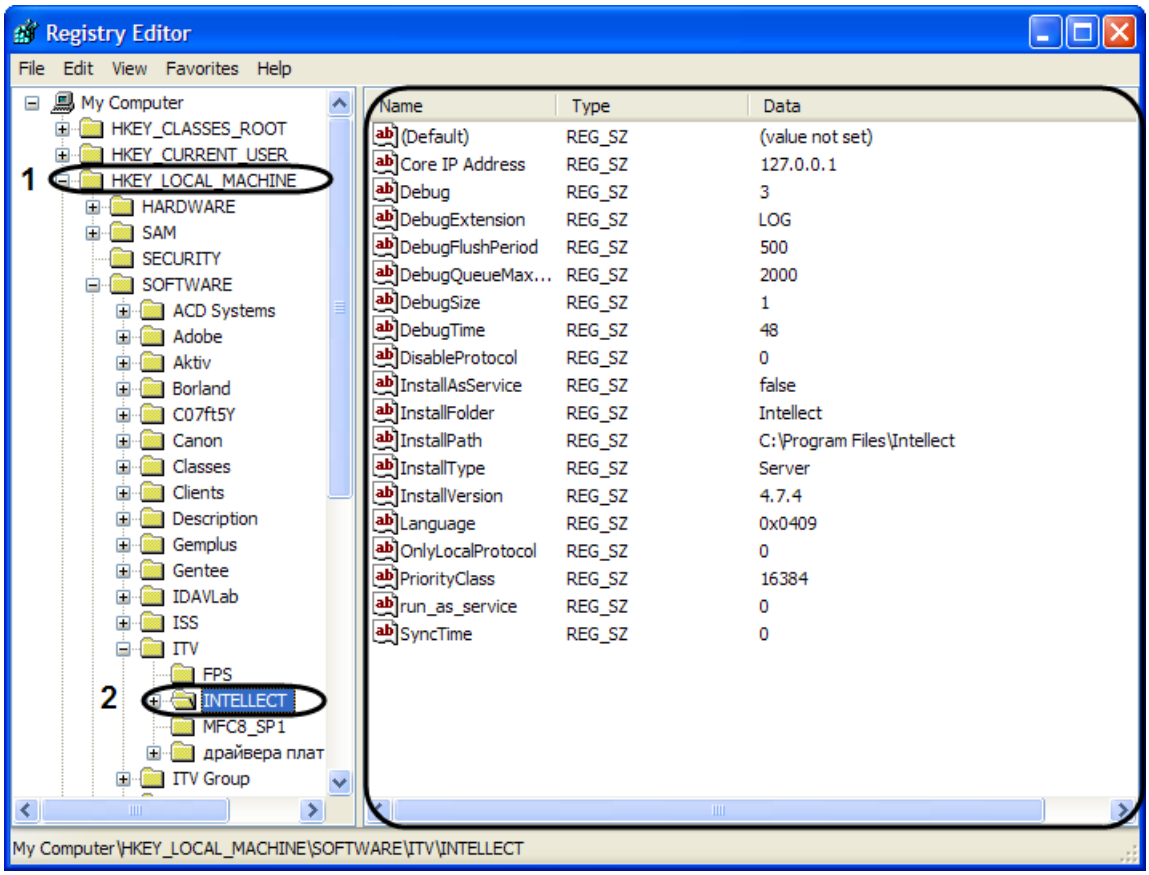

Figure 13.1-7. Selecting a folder in the tree
1. Select the required branch and click the plus icon (Figure 13.1-7). All folders (keys) inside this branch will be displayed.